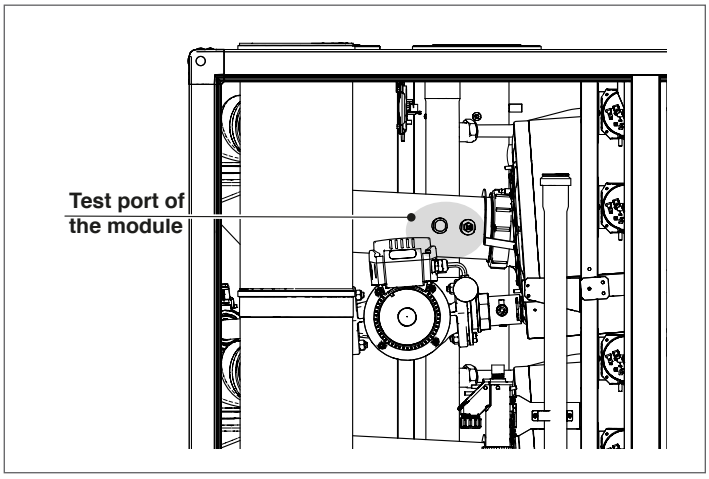

Fig. 15 *Test Port for Combustion Analysis (available on each individual heat exchanger)*
- Insert a combustion analyzer probe into the test port shown in Fig. 15;